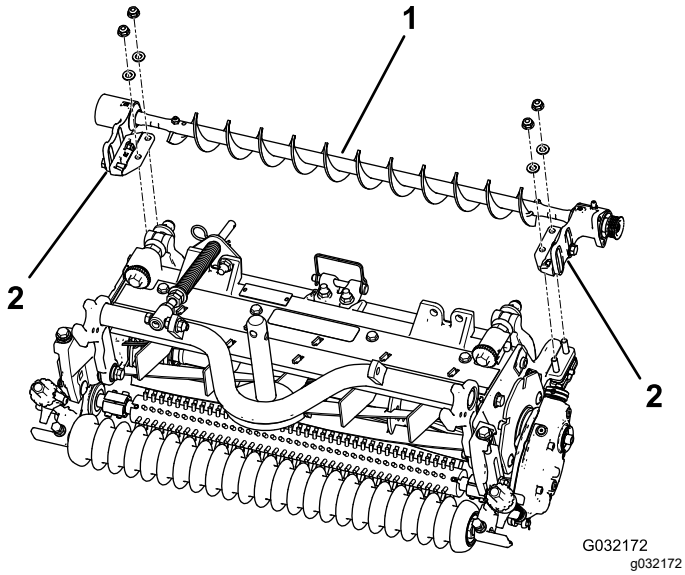

Figure 7
4. Position the left or right roller-brush-assembly mounting brackets onto the roller-bracket bolts (Figure 7).